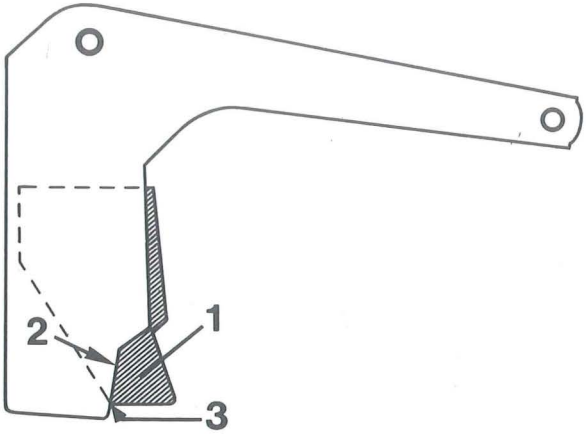

Fig. 12
6.3 Registrazione delle saracinesche Una corretta regolazione delle saracinesche e' estremamente importante per uno spargimento preciso e simmetrico. Il servizio ricambi AMAZONE puo' fornire un calibro con il quale si procede come segue: regolare l'indice di distribuzione sul valore 11 (fig. 2/1). Si girano le saracinesche con la leva (fig. 2/4) fino alla posizione di apertura. Verificare quindi le due aperture con il calibro. Nel caso di una cattiva regolazione si possono correggere le aperture quanto basta con l'aiuto delle aste di raccordo (fig. 3/5). Per fare cio' occorre allentare i bulloni di fermi (fig. 3/6). Ruotare le aste di raccordo fino a che l'apertura in posizione 11 corrisponda esattamente alla misura del calibro. Bloccare quindi a fondo i bulloni di fermo. Se non si possiede un calibro procedere ad un'ispezione visiva, cioe' nel caso dell'apertura della saracinesca in posizione 11 il bordo (fig. 12/2) deve tagliare esattamente l'angolo inferiore (fig. 12/3) dell'apertura di uscita.